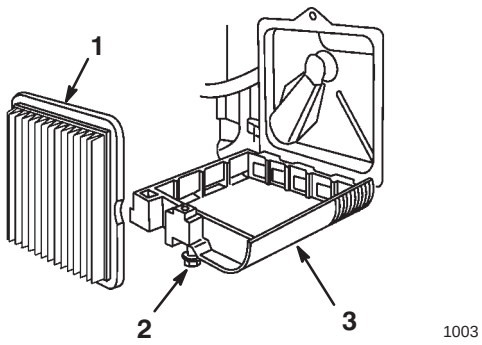

Figur 18
3. Lossa skruven som håller fast luftfilterkåpan vid motorn (figur 18).
5. Ta bort det gamla pappersluftfiltret och kassera det (figur 18)